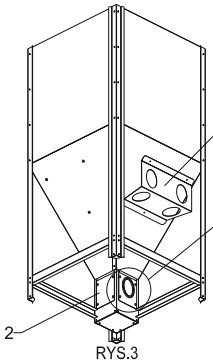

RYS.3
2. ZAMIENIĆ STRONAMI ZAŚLEPKI (1) i (2) ORAZ BLACHĘ PODTRZYMUJĄCĄ RURĘ I OBUDOWĘ STEROWANIA (3) (RYS.3)